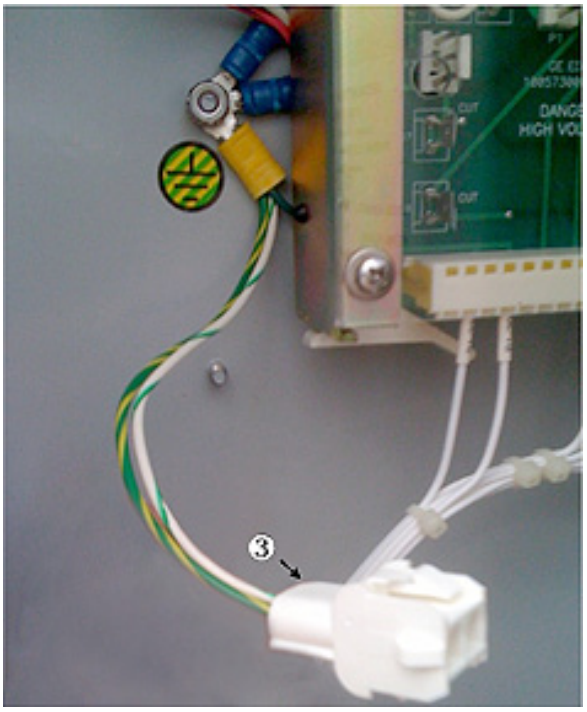

Figure 5-17 2-Pin Ground Connector
5. Disconnect the 2-pin ground connector (Item #3, Figure 5-17).
6. While supporting the control panel, remove the control panel hinge pins (2), then remove the control panel from the enclosure. Save hinge pins.
4. Connect the M-6200A grounding plug P-2 to the enclosure ground plug (Item #3, Figure 5-17).